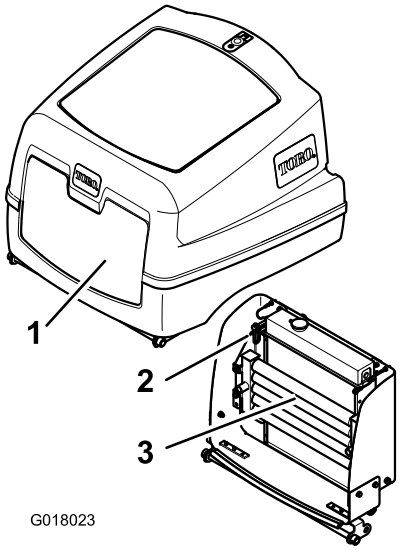

Figuur 56
4. Maak de vergrendeling los en open de motorkap (Figuur 56).